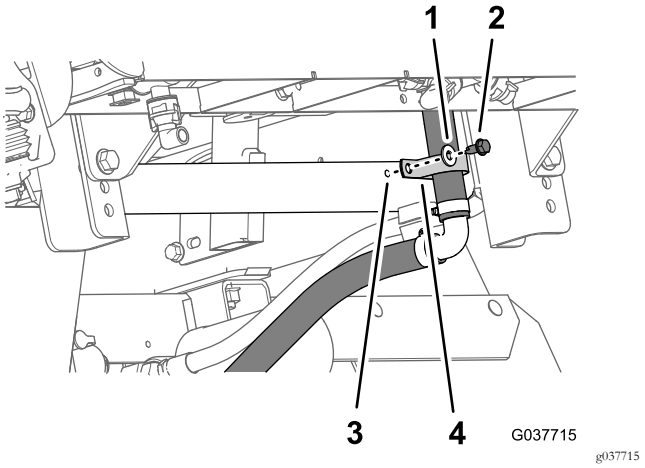

Figura 79
3. Sujete el extremo inferior de la manguera de desvío a la placa base trasera de la máquina (Figura 79) con la abrazadera, el perno con arandela prensada (5/16" x ¾") y la arandela (5/16").